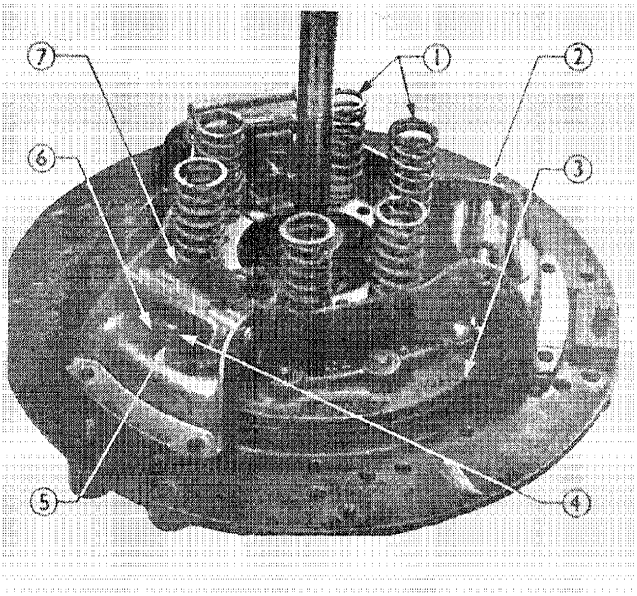

Figure 36
10. Remove the six pressure springs and the three release lever links, Figure 36.
2. Place the pressure plate on the fixture base and secure the cover assembly to the pressure plate with the three adjusting screws, flat washers, and locknuts, Figure 36, Tighten the locknuts fingertight.
3. Position the three release lever links on the release levers as shown in Figure 36, and install the six pressure springs.